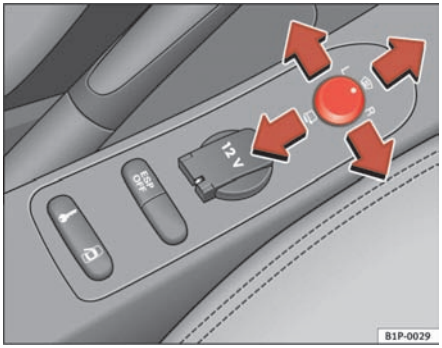

Fig. 87 Exterior mirror control
1. Turn knob ⇒ fig. 87 to position **L** (**left exterior mirror**). ▶
– Turn the knob forwards to the central position ⇒ page 125, fig. 87 (1) so that the heated rear view mirrors warm up and the heated windscreen* in the wiper blade rest area is activated ⇒ page 121.
– Turn the control ⇒ page 125, fig. 87 to position to fold in the exterior mirrors. You should always fold in the exterior mirrors if you are driving through an automatic car wash. This will help prevent damage.